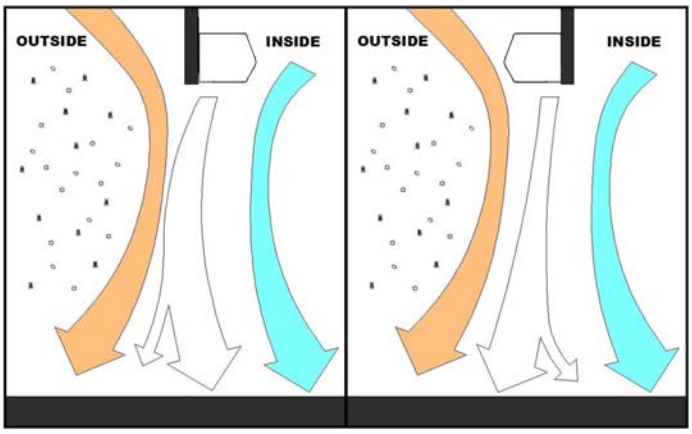

FIG. 4
H. Regardless of whether the product is mounted on the inside or outside of the door opening, set the air directional vanes in the discharge nozzle slightly outward to approximately 10-15° towards the outside, or the wind load. (FIG. 4)